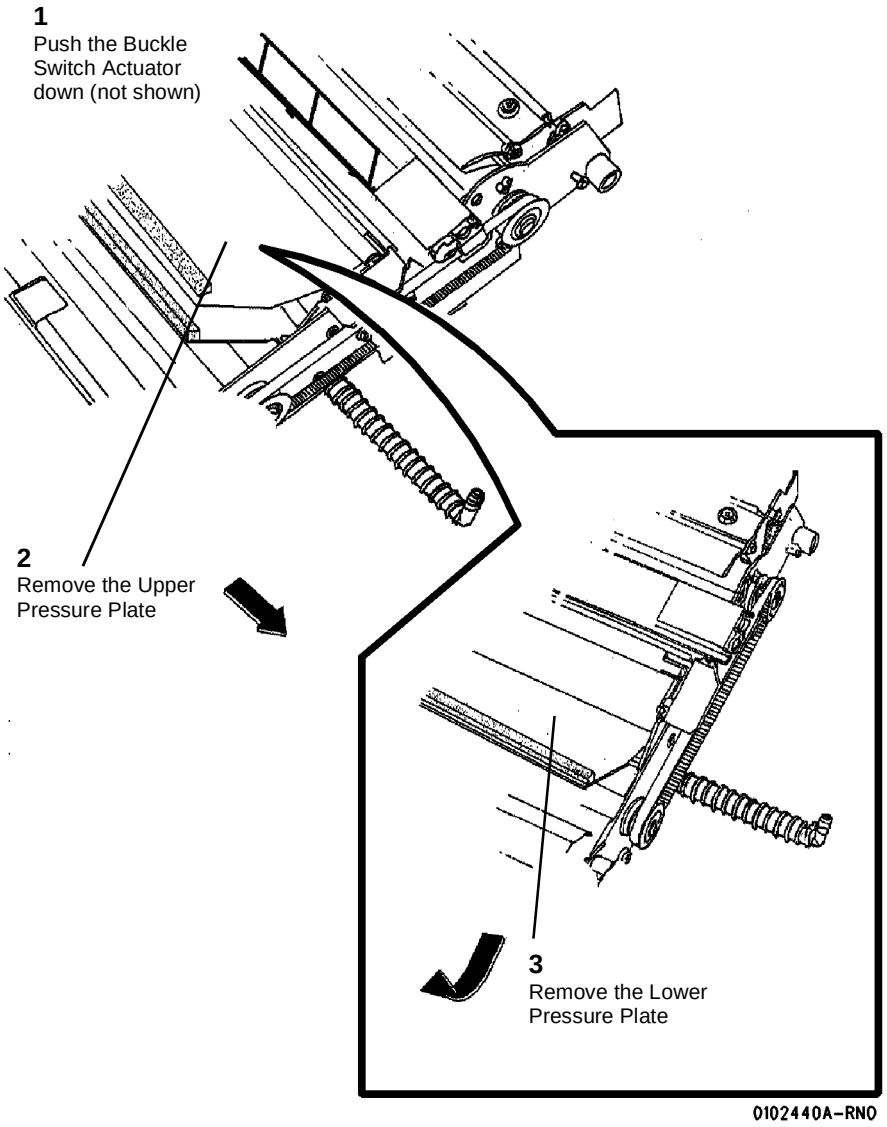

**Figure 1 Removing the Pressure PLates**
4. (Figure 1): Remove the Upper and Lower Pressure Plates.